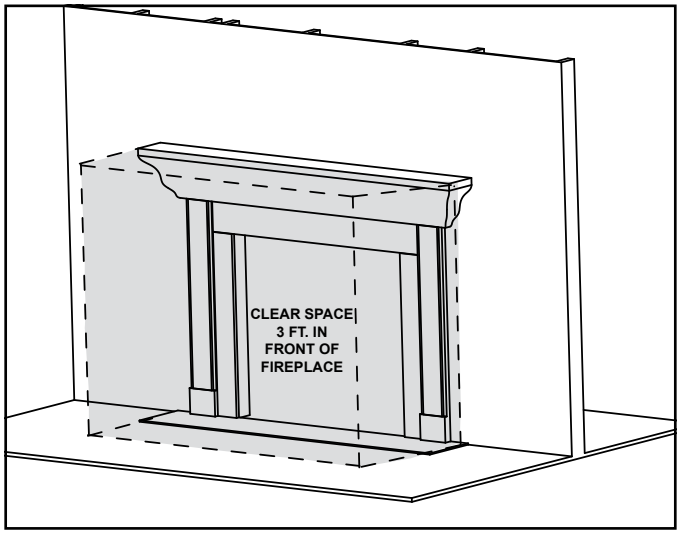

**Figure 3.1 Clear Space Requirement - All Models**
***WARNING! DO NOT*** *place combustible objects in front of the fireplace or block fireplace openings. High temperatures could start a fire. See Figure 3.1.*